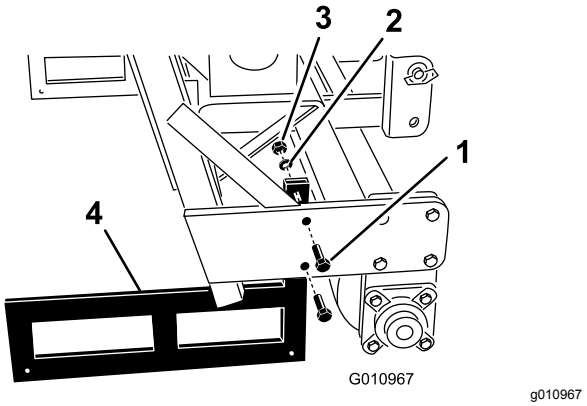

Figuur 35
2. Verwijder de bouten, borgringen en moeren waarmee de opslagstandaarden aan beide uiteinden van de beluchter zijn bevestigd (Figuur 35).